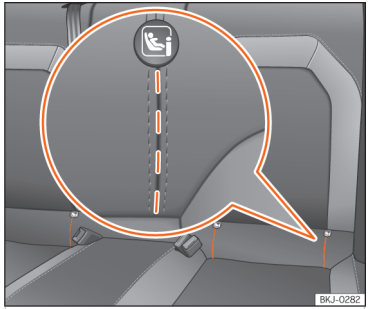

Abb. 35 Rücksitz: eingeprägte Schlitze für Zugriff auf die ISOFIX/i-Size-Halteösen.
Der Einbauort der ISOFIX/i-Size-Befestigungspunkte ist durch ein Symbol ››› (Abb. 35) gekennzeichnet. Bei einigen Fahrzeugen sind die Halteösen am Sitzgerüst, bei anderen am Boden hinten befestigt.
- Öffnen Sie vorab per Hand den eingeprägten Bereich hinter den markierten Schlitzen, um an die Halteösen zu gelangen ››› (Abb. 35).